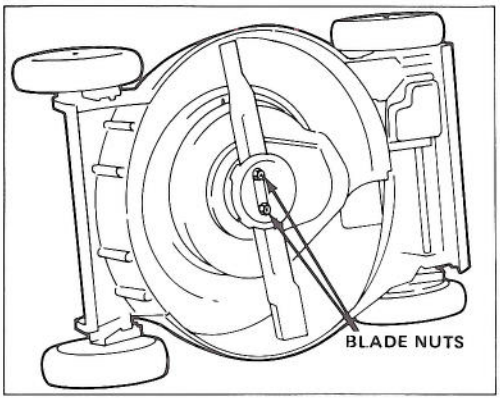

Figure 20
3. Tip mower on its right side (Fig. 20).
5. REMOVING BLADE – Grasp end of blade using a rag or thickly padded glove. Remove blade nuts, anti-scalp cup, blade, blade spacer and rotating screen (Fig. 20 & 22).